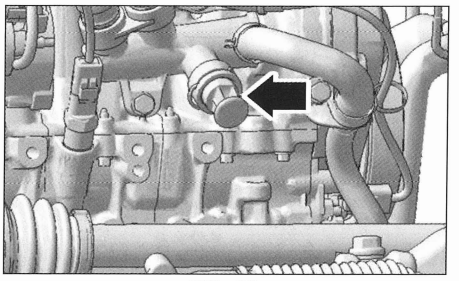

FIG. 20
- Vaciar el bloque motor retirando el tapón (fig. 20).